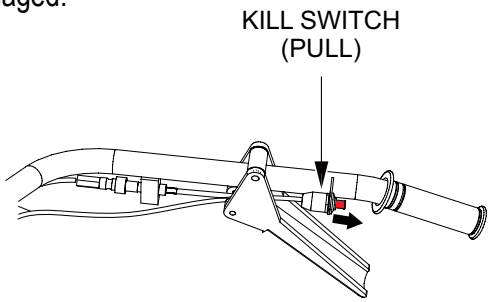

Figure 12. Kill Switch OFF
1. Before attempting to start the power buggy, make sure that the ***safety kill switch*** (Figure 12) is not pushed in. The power buggy will not start with the kill switch engaged.